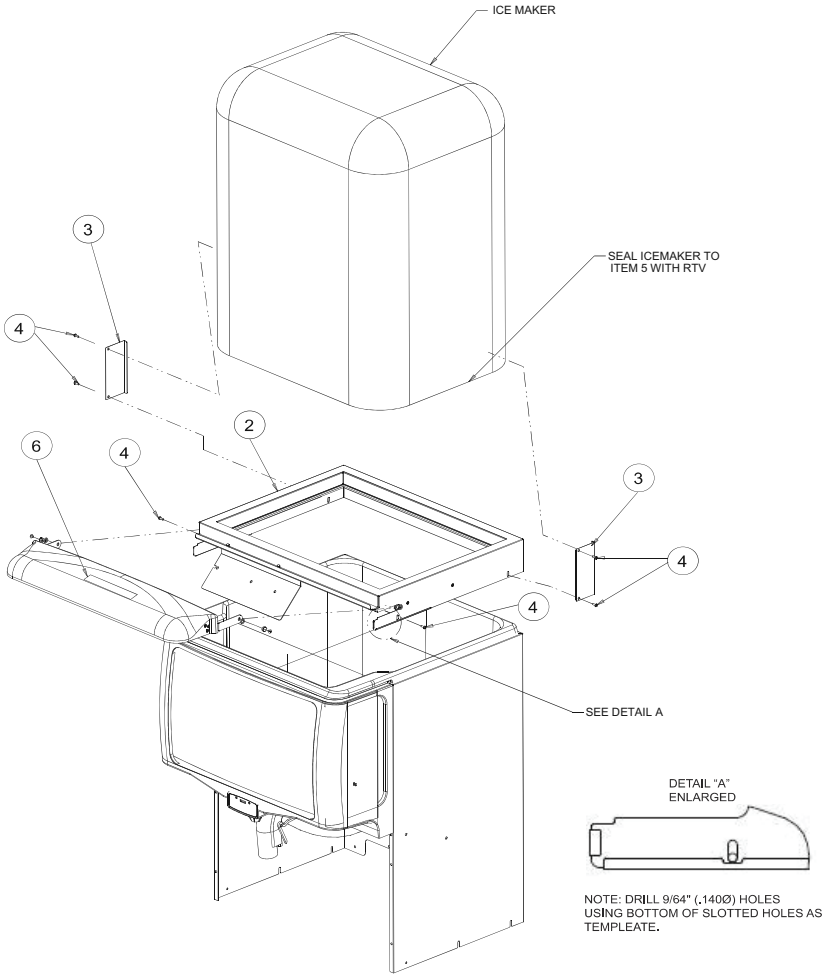

Figure 3. ED Dispenser Exploded Assembly with Ice maker
3. Place two (2) sealing washers (item 9) over the studs and two (2) flat washers (item 11), then fasten in place with two (2) plastic acorn nuts (item 8).
5. Using the four holes in the adaptor cover as templates, drill 9/64” (.140" Dia.) holes in the sides of the dispenser (2 holes per side). **Use extreme caution not to drill into any other components**. Maximum drill depth from the face of the kit should not exceed 3/8” (just enough to go through the material being drilled). Remember, the kit should be all the way forward and compressed down before drilling the holes. Otherwise, undesirable gaps (lid to merchandiser) may result and the internal latch feature for the lid may not function properly. After holes are drilled, secure the kit to the machine using the screws provided (refer to Figure 3).